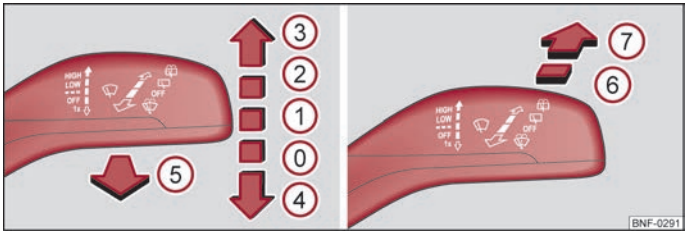

Fig. 29 Operating the windscreen wiper/rear window wiper ▶
The windscreen wiper lever ⇒ Fig. 29 has the following positions:
– Push the lever away from the steering wheel into position ⑥ ⇒ Fig. 29, the widescreen wiper will operate every 6 seconds.
– Press the windscreen wiper lever into position ④ ⇒ Fig. 29, the windscreen wiper arms will move into the service position.
– Turn on the ignition and press the windshield wiper lever into position ④ ⇒ Fig. 29, the windscreen wiper arms move to the home position.